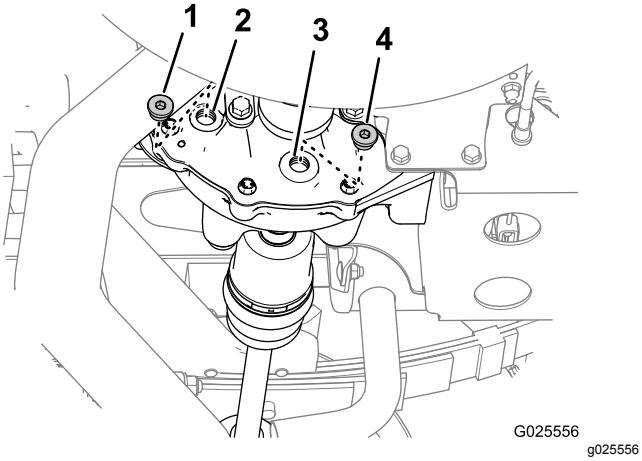

Figur 65
1. Plasser tappefatet under tappepluggen (Figur 65).
2. Fjern påfyllingspluggen fra påfyllingsåpningen og tappepluggen fra tappeåpningen i differensialen (Figur 65).
4. Monter tappepluggen i tappeåpningen (Figur 65) og stram til pluggen med et moment på 14 til 19 N·m.
5. Fyll 550 ml med spesifisert olje i påfyllingsåpningen på differensialen (Figur 65).
6. Monter påfyllingspluggen i påfyllingsåpningen (Figur 65) og stram til pluggen med et moment på 14 til 19 N·m.